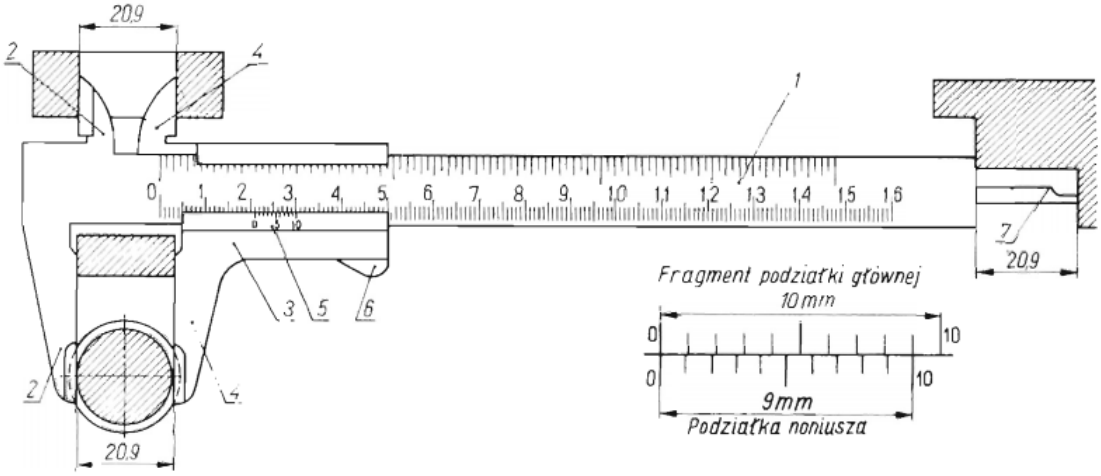

**Rys. 2-6.** Suwmiarka
**Suwmiarka uniwersalna** (**rys. 2-6**) składa się z prowadnicy stalowej *1* z podziałką milimetrową, zakończonej dwiema szczękami nieruchomymi *2*. Po prowadnicy przesuwa się suwak *3* mający dwie szczęki przesuwne *4* (dolną dłuższą i górną krótszą), odpowiadające szczękom stałym *2*. Na suwaku znajduje się